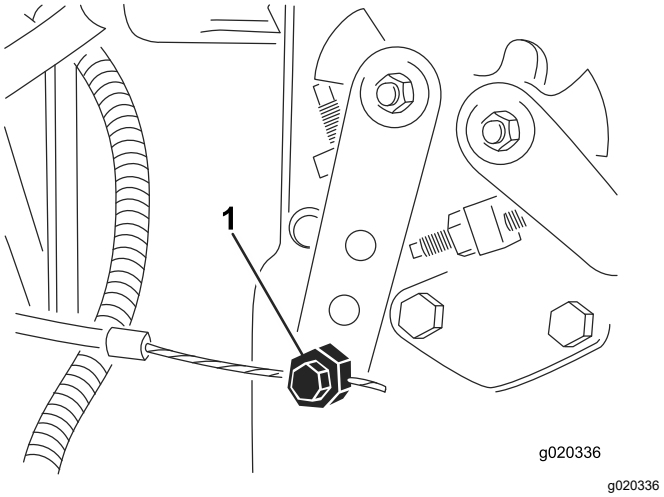

**Figur 79**
3. Løsn gaskabelforbindelsesdelen på indsprøjtningspumpens løftearm (Figur 79).